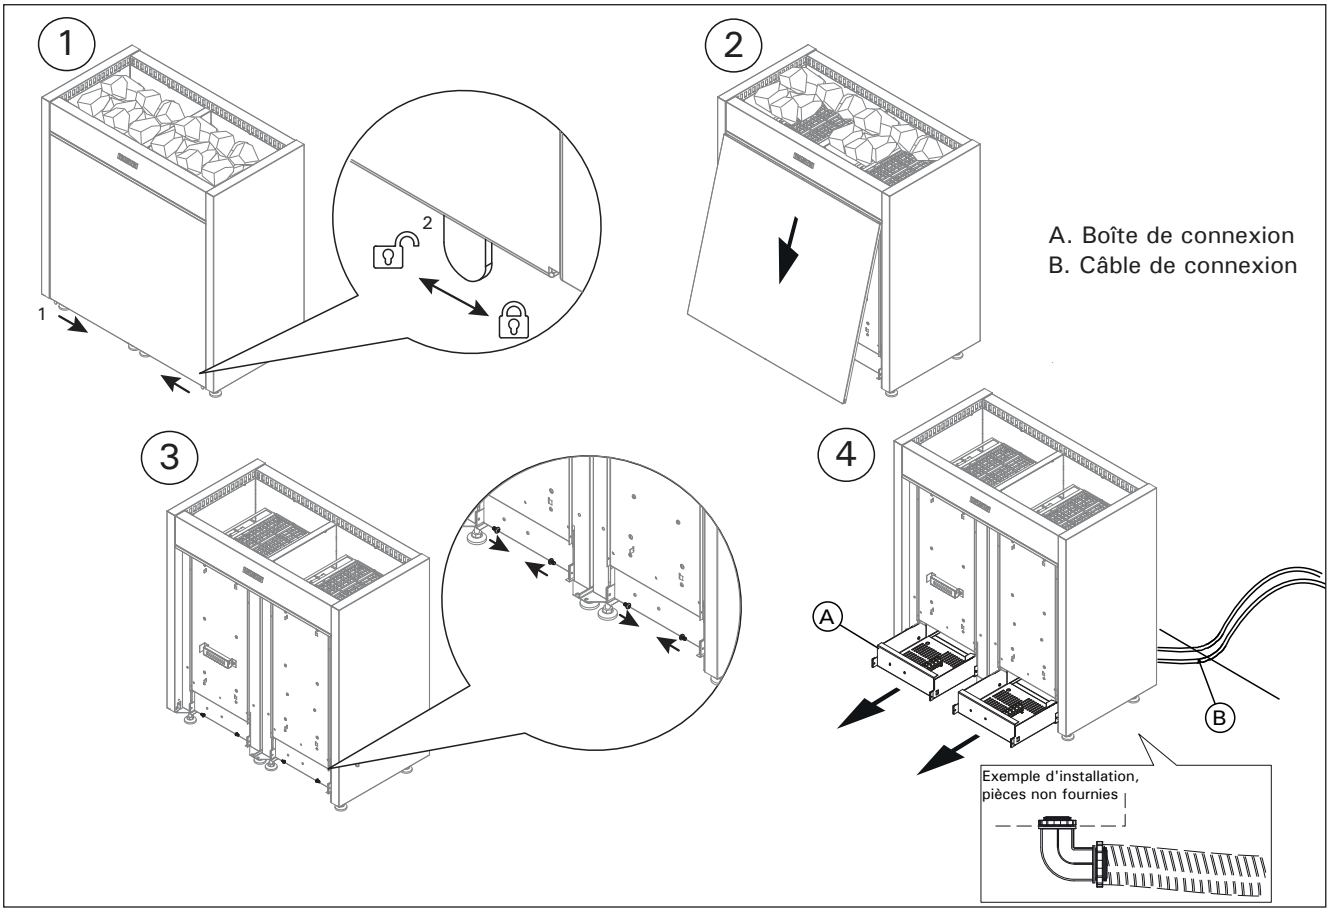

Figure 7. Ouverture du couvercle de la trappe d'entretien. Connexions du poêle.
2. Voir le schéma de câblage correspondant au modèle de poêle (voir fig. 7, Voir le manuel du centre de contrôle pour obtenir des instructions détaillées sur la connexion du poêle et du centre de contrôle). Le poêle doit être installé de manière permanente en utilisant une conduite hermétique entre le poêle et le mur de la cabine (les marettes de raccord ou prises de courant mâle ne sont pas autorisés dans la cabine). Le câblage doit être effectué par un électricien agréé qui doit suivre le schéma de câblage fourni et respecter les codes locaux. Utilisez du fil de cuivre du bon calibre pouvant résister à une température de 194 °F (90 °C) à l'intérieur des murs du sauna. Utilisez les bornes de terre prévues sur le poêle du sauna et le centre de contrôle pour mettre l'équipement à la terre conformément au code national de l'électricité et aux codes locaux.
Voir figure 7.